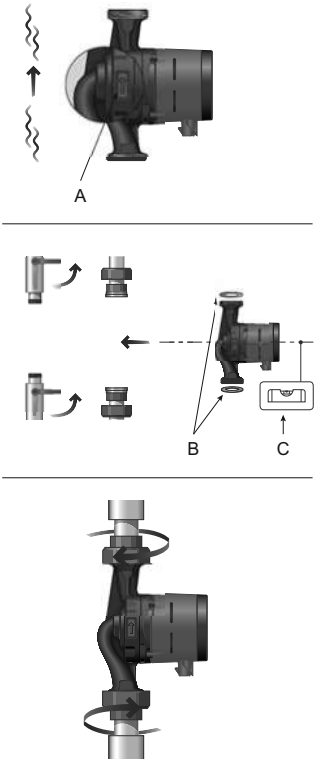

Рис. 3 Монтаж насоса ALPHA2
Стрелки на корпусе насоса показывают направление потока жидкости (см. рис. 3, поз. A).
Перед тем, как насос будет смонтирован в трубопроводе, установите две прокладки, поставляемые с насосом (см. рис. 3, поз. B).
1. Установите насос так, чтобы вал электродвигателя находился горизонтально (см. рис. 3, поз. C, а также раздел *8.2 Положение блока управления*).